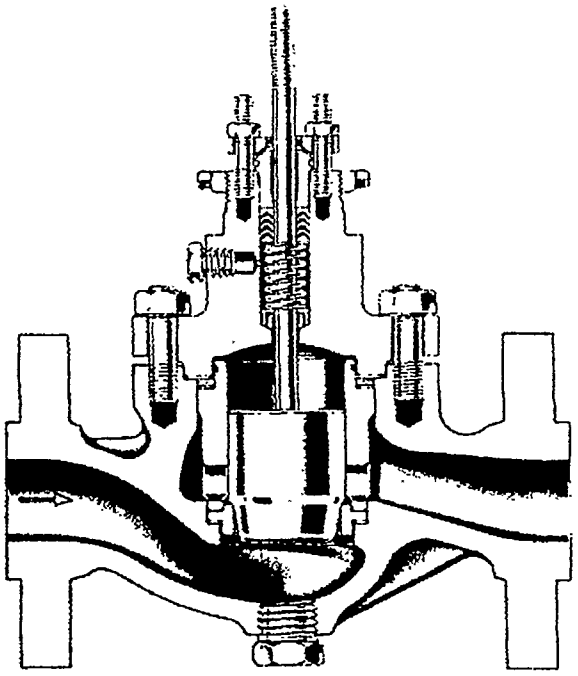

Figure 1. Design "ES" single port body with cage guided, single seated valve plug. Drain plug in bottom of body is optional.
Design "ES" (Figure 1) - Single port easy-e body with cage guided, *single seated* valve plug.
3. Install the valve so that flow through the body will be in the direction indicated by the flow direction plate. In the Single Seated Design "ES" body, the normal flow direction is up under the valve plug; in the Balanced Design "ED" body, the direction is through the cage openings and down through the seat ring. See Figures 1 and 2.